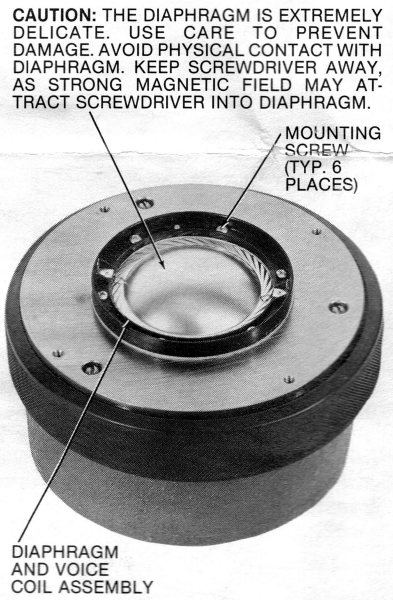

Figure 9. Diaphragm and Voice Coil Assembly Installed in Driver
5. Remove six screws securing diaphragm and voice coil assembly to driver. Carefully work diaphragm and voice coil assembly free from dowel locating pins and remove assembly (see Figure 9).
13. Carefully reinstall diaphragm and voice coil assembly; install six securing screws removed in Step 5. Exercise cautions noted in Step 4 and Figure 9 in accomplishing this procedure.